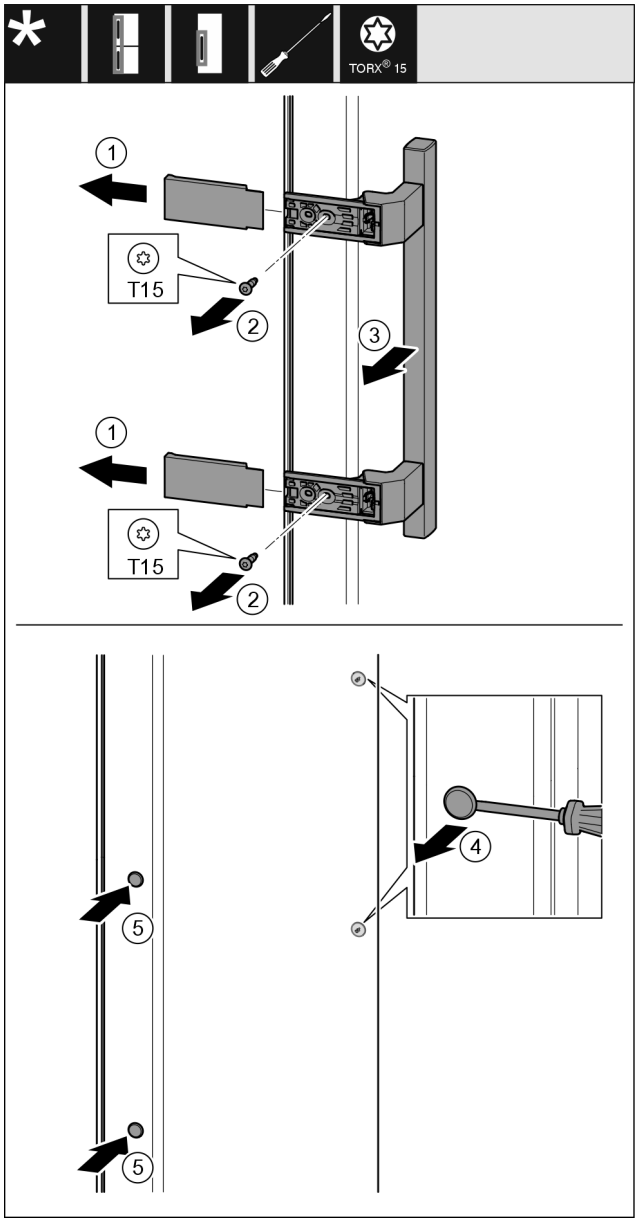

Fig. 21
- ▶ Abdeckung *Fig. 21 (1)* abziehen.
- ▶ Schrauben *Fig. 21 (2)* mit Schraubendreher herausdrehen.
- ▶ Griff *Fig. 21 (3)* abnehmen.
- ▶ Seitlichen Stopfen *Fig. 21 (4)* vorsichtig mit einem Schlitzschraubendreher anheben und herausziehen.
- ▶ Stopfen *Fig. 21 (5)* auf der anderen Seite wieder einsetzen.